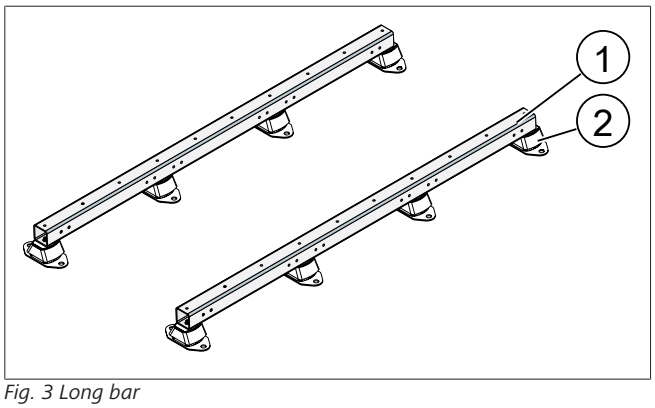

Fig. 3 Long bar
1. Fasten the supplied silent blocks beneath the long bars. Observe distribution in accordance with Fig. 3.